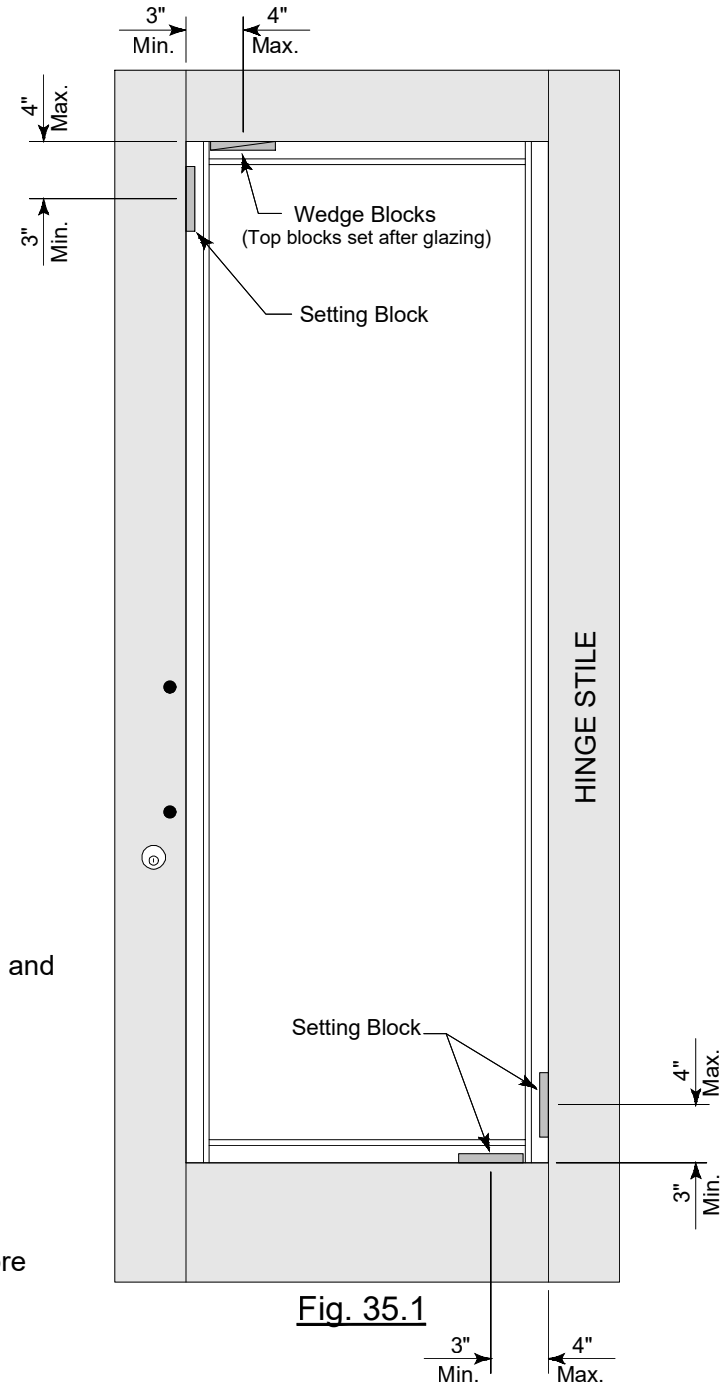

Fig. 35.1
C. After hanging the door, place P1912 self adhesive setting blocks in three locations on E6502 Glazing gutter. Fig. 35.1.